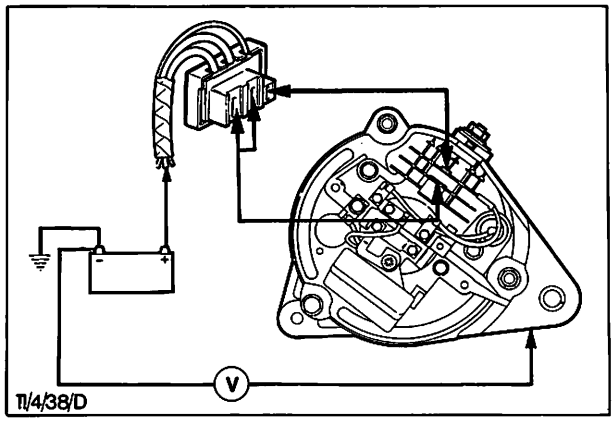

Abb. 38 Spannungsabfall im Minus-Teil des Ladestromkreises prüfen
13. Testkabel und Voltmeter wie in Abb. 38 gezeigt anschließen, um den Spannungsabfall im Minus-Teil des Ladestromkreises zu prüfen.